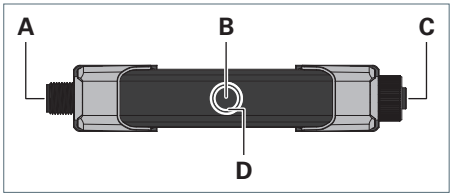

Fig. 1: Product overview.
- ▶ **LDS/ST**: Position the centre of the sensor **B** at a distance of 3.5 cm to 130 cm from the object to be detected, see Fig. 1.